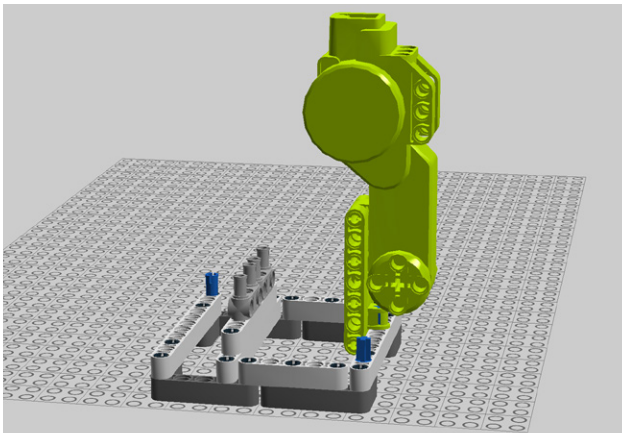

Figure 9-94. *Step 89: Connecting the motor assembly*
89. Connect the motor assembly to one of the cross connectors (Figure 9-94).